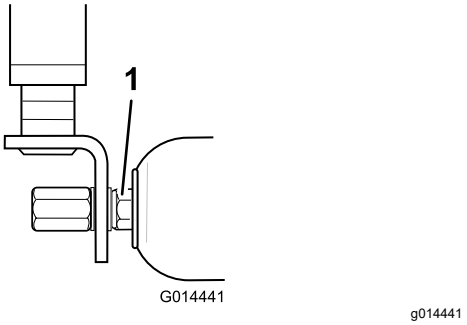

Figur 82
2. Hvis det er stor bevegelse, trekker du forsiktig til mutrene på hver ende av valsen med en skrunøkkel akkurat nok til å fjerne endeklaringen (Figur 82).